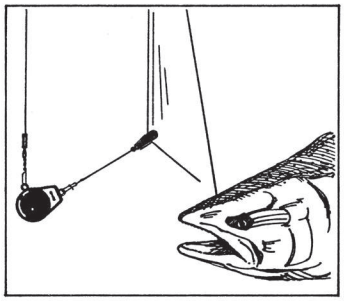

Figure 3
7. Votre leurre trainera à l'arrière du poids du treuil de pêche, à la distance que vous avez établie. Lorsque vous avez une prise, la force du poisson sur le leurre tirera la ligne de pêche du dispositif de dévidage, le détachant du poids (figures 3 et 4). Ce qui fera rebondir votre canne, indiquant qu'il y a un poisson sur la ligne.